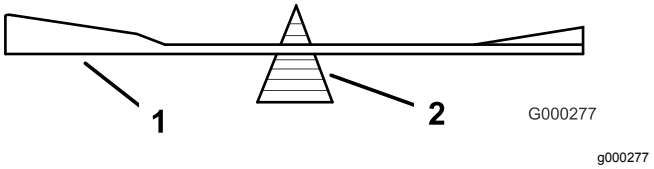

Figur 76
2. Kontrollera knivens balans med en knivbalanserare (Figur 76).